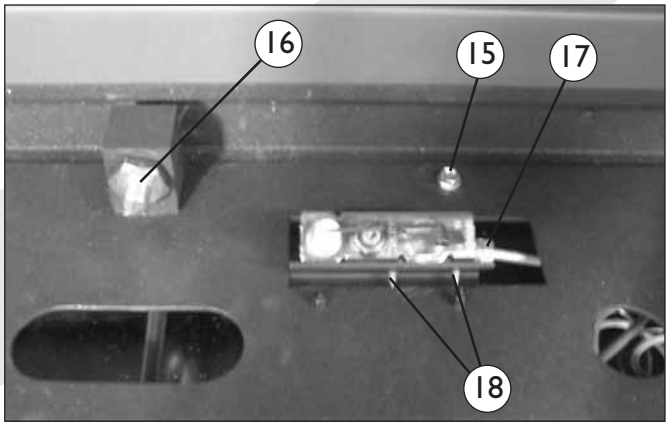

Fig. 18a
- Remove the burner mounting plate by unscrewing the self-tapping screws (15), (fig.18a).
2. Main burner jet (fig.18a)
3. Oxypilot (fig.18a)